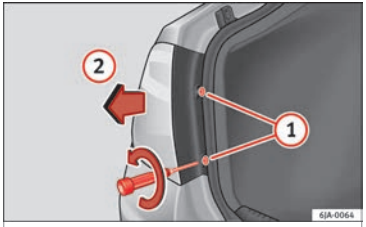

Fig. 153 Remove the rear light unit from side panel.
– Take the screwdriver or a Torx 20 key (T20) from the vehicle tool kit and loosen (turning anti-clockwise) and remove the two retaining screws that secure the front of the light ››› Fig. 153 ①, taking care not to lose them.
– Pull the rear light unit backward (››› Fig. 153 ②) to remove the light from its housing.